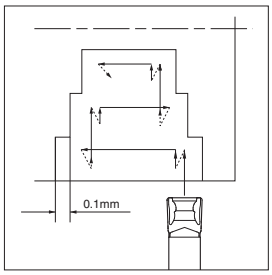

Fig.3
1) When widening the groove width (Refer to Fig. 3), apply the "Step Turning."